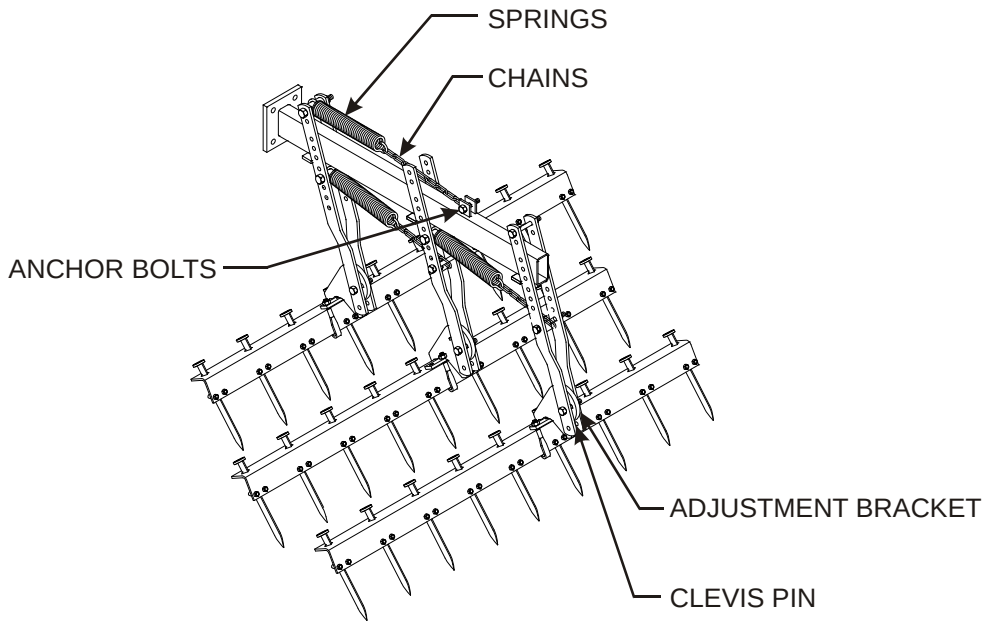

**Figure 4-5: Harrow Adjustment**
1. The harrow on the rear of the machine can be set for a variety of field conditions **(See Figure 4-5.)** The harrow that is set up according to the assembly instructions for a working depth of 3 - 5 inches.